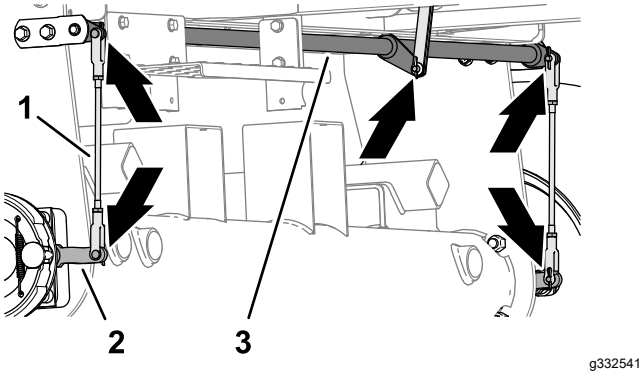

Figur 82
1. Efterse venstre og højre bremsestang (Figur 82) for skader og slitage.
2. Efterse bremsens drejeaksel (Figur 82) for skader og slitage.